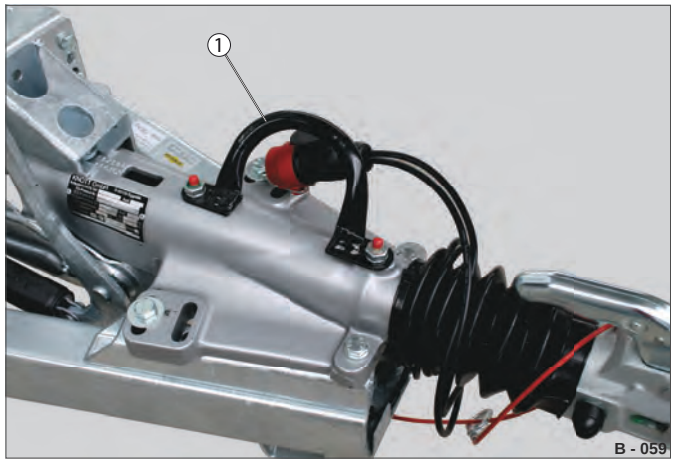

Fig. 72 Manuel manøvrering med anhængeren
- ▶ Benyt til manuel manøvrering håndgrebet (Fig. 72 /1) på påløbsanordningen.